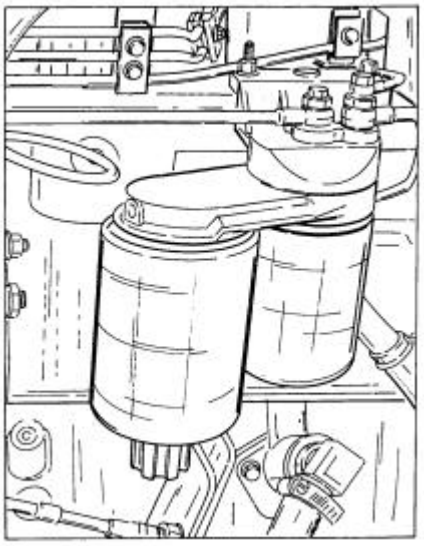
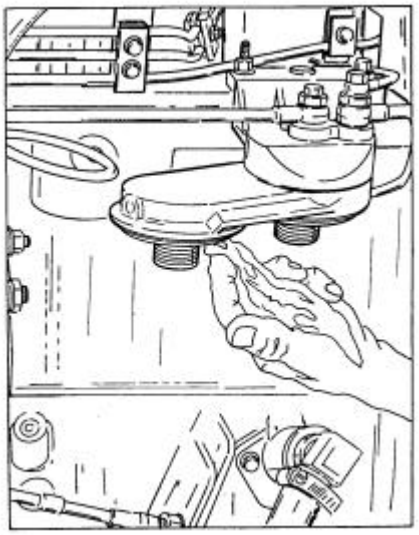

Fig. 5.30. Fuel Filters (RH Side of Machine)
Fig. 5.31. Cleaning Fuel Filter Header
2. The engine is equipped with two filters (one with water separator). The filters must be replaced every 500 hours of operation or every 6 months. Lift the hood (Fig. 5.48, 5.48A and 5.48B), clean the area around the fuel filters. Using a filter wrench, remove the fuel filters (Fig. 5.30), remove the O-ring. Clean the fitter gasket surfaces of the filter header for each filter (Fig. 5.31). Fill the new filters with clean diesel fuel. Install the new O-ring supplied with a filter. Then apply a thin coat of clean engine oil to the seal of the filter. Install the filters on the filter header.